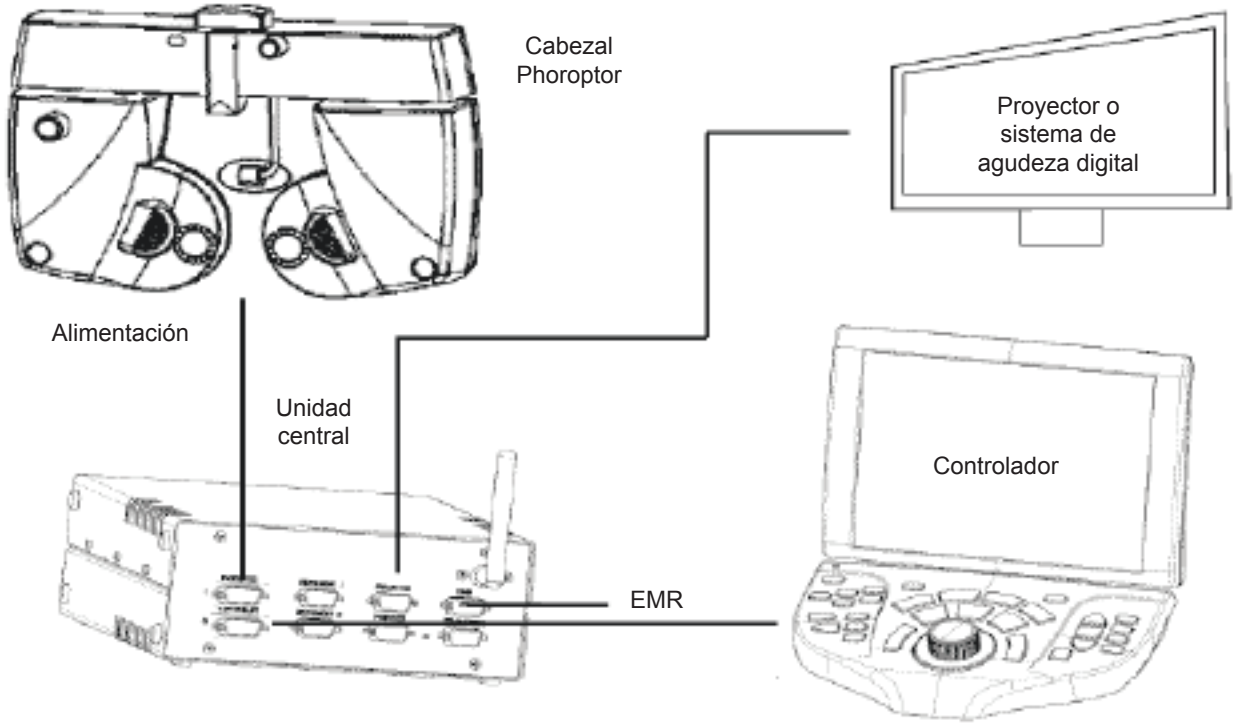

Figura IS-07, Diagrama de conexiones
3. Conecte el cabezal Phoroptor a la unidad central; para ello, conecte el cable del Phoroptor (**REF 559-275**) al puerto correspondiente al Phoroptor de la unidad central. (Mire la Figura IS-07)**.**
4. Conecte el controlador a la unidad central; para ello, conecte el cable integrado al puerto correspondiente al controlador de la unidad central. (Mire la Figura IS-07)**.**
5. Conecte el proyector a la unidad central; para ello, conecte el cable o acople un adaptador Bluetooth al puerto correspondiente al proyector de la unidad central. (Mire la Figura IS-07)**.**
6. Conecte una computadora a la unidad central; para ello, conecte el cable o acople un adaptador Bluetooth al puerto EMR de la unidad central. (Mire la Figura IS-07)**.**
Consulte el Diagrama de conexiones de la Figura IS-07 para conocer la disposición de los enchufes y cables.